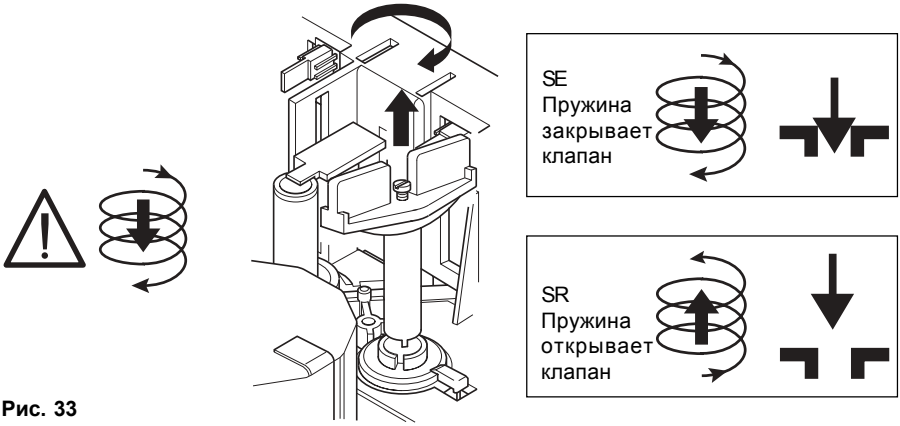

Рис. 33
Пружинная ручка будет поворачиваться по часовой стрелке в случае привода (SE) и против часовой стрелки в случае привода (SR) (см. Рис. 33).